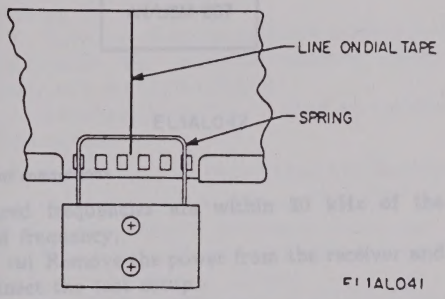

Figure 7-14. Dial tape alignment.
(1) Rotate the main tuning shaft and observe that all gear assemblies operate without binding and that the dial tape is engaged with the drive gear.
(2) Rotate the main tuning shaft back and forth slightly and observe that there is no backlash between the main tuning shaft and the drive gear for the dial tape. If excessive backlash is noticed, remove the anti-backlash gear from the variable inductor shaft, increase the spring tension in the anti-backlash gear, and reinstall the gear on the variable inductor shaft.
(3) Remove the cover from the RF tuner assembly by removing the attaching screws.
(4) Insert a screwdriver into the slotted shaft of the band switching mechanism. Rotate the screwdriver and observe that the mechanism moves freely, and that the magnets inside of the RF tuner do not strike the reed switches mounted on the circuit cards.
(5) Replace the cover on the RF tuner assembly.
(6) Rotate the main tuning shaft fully counterclockwise. Observe that the line on the dial tape is in the position shown in figure 7-14. If the dial tape does not line up as shown, remove the spring assembly by removing the two screws and slip the dial tape over the drive gear to achieve proper alignment. Replace the spring assembly.